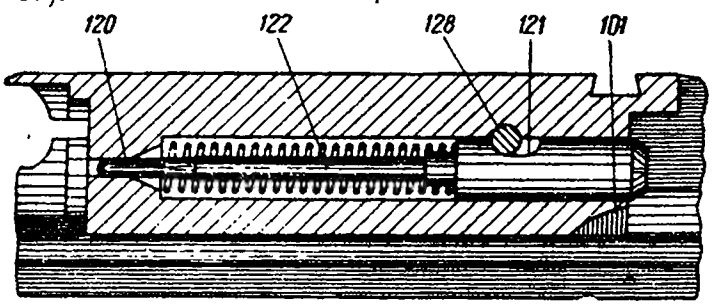

Рис. 37
3. Наплыв металла в паз затвора (*101* на рис. 37). Отделить затвор и посмотреть, не выступает ли металл на верхней плоскости паза затвора.	Подчистить наплыв металла плоским надфилем и проверить, доходит ли затвор до крайнего переднего положения на собранном пистолете.
1. Излом бойка ударника (*120* на рис. 37).
2. Изгиб и забоины ударника на месте выема для шпильки (*121* на рис. 37).
3. Износ ударника по длине (*122* на рис. 37).
Слабая посадка шпильки ударника Опробовать посадку шпильки давлением на нее выколоткой. Причина слабой посадки шпильки ударника: Износ шпильки ударника и износ отверстия для нее в затворе (*128* на рис. 37). Шпилька ударника должна быть прочно посажена в отверстие затвора, без признаков смещения ее с места.	Заменить шпильку ударника. При отсутствии запасных изготовить шпильку своими средствами (карта 24).